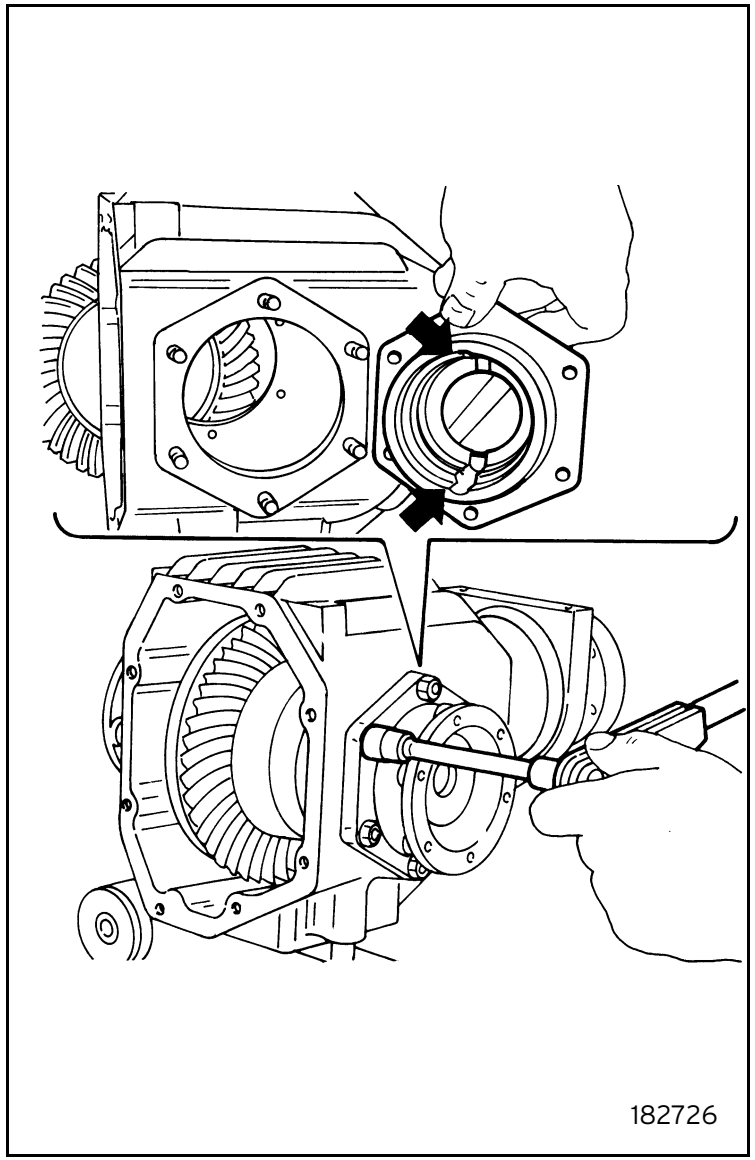

Fig. 26
- Arrange the differential assembly and fit the hub on both sides so that the two milled sections are in vertical position (see detail) and fasten the nuts at the specified torque (figure 26):